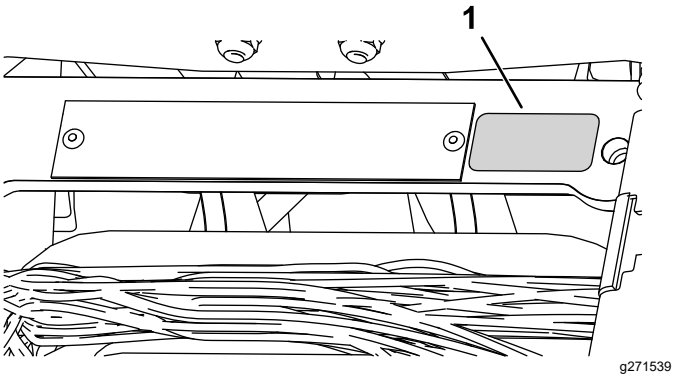

Figur 11
- Fastgør mærkaten med produktionsåret tæt på serienummerpladen (Figur 11).